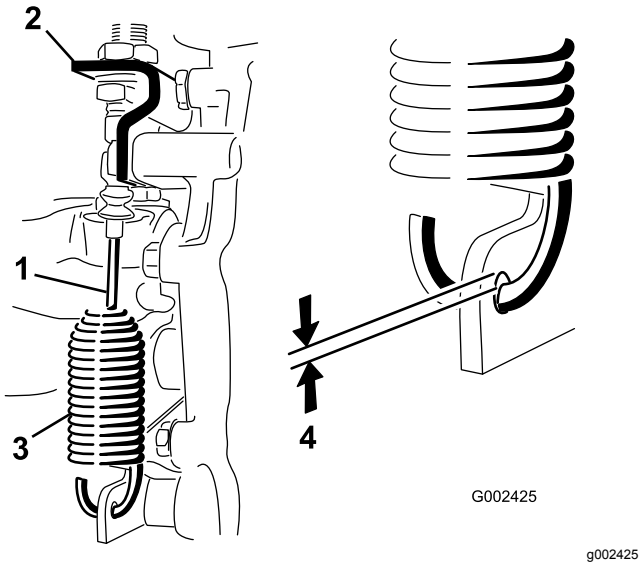

**Bild 45**
2. Lösen Sie die Klemmmuttern, mit denen das Differenzialsperrkabel am Getriebe befestigt ist (Bild 45).